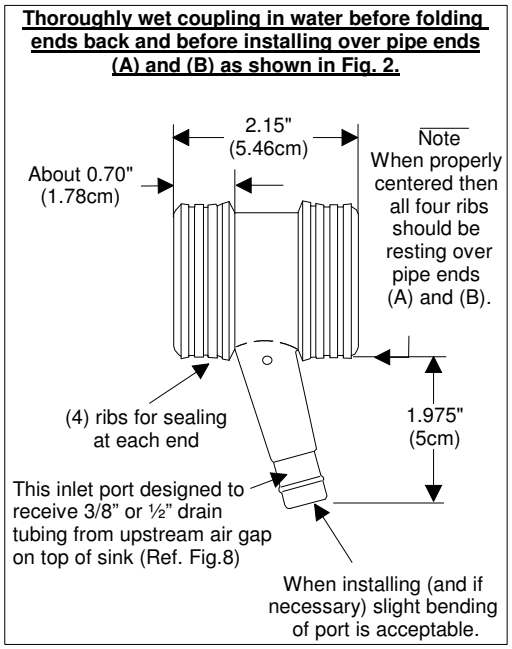

Fig. 1
9. Install all units in the "down leg" of the drain line piping. (Typically Figs. 2 thru 9 or Fig. 1, C above.)
1. Never install in the "up leg" (Fig. 1 point A) or horizontal leg (Fig. 1, point B or Fig. 10) of the drain line piping.